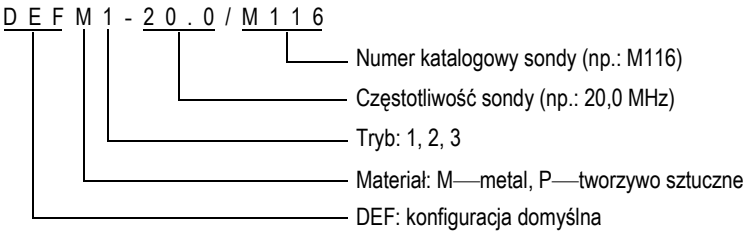

Rysunek 5-3 Wybór domyślnej konfiguracji głowicy jednoelementowej
c) Na ekranie **DEFAULT** (Domyślna) właściwym dla typu używanej sondy (patrz przykład — Rysunek 5-3 na stronie 85), na liście dostępnych konfiguracji domyślnych, podświetl konfigurację głowicy, której używasz.